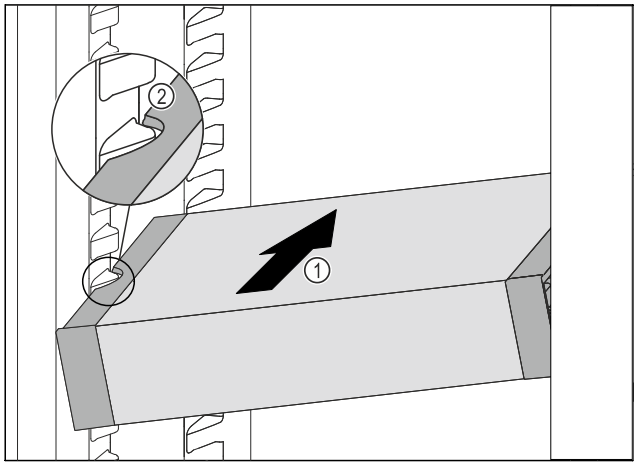

Fig. 100
▶ Insert the VarioSafe into the fridge section at an angle *Fig. 100 (1)* until the recesses in the side *Fig. 100 (2)* of the VarioSafe are at the level of the support rib in the fridge section.